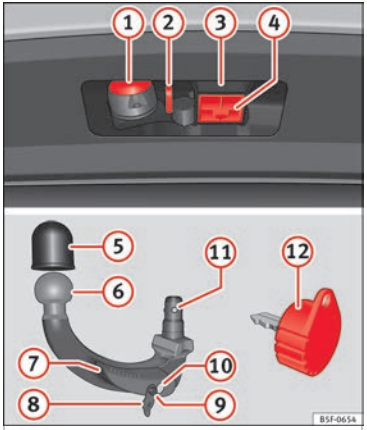

Fig. 222 Towing bracket device support / detachable ball joint / key.
Key to »» Fig. 222
- Remove the hook housing cap (4) ››› **Fig. 222** downwards.